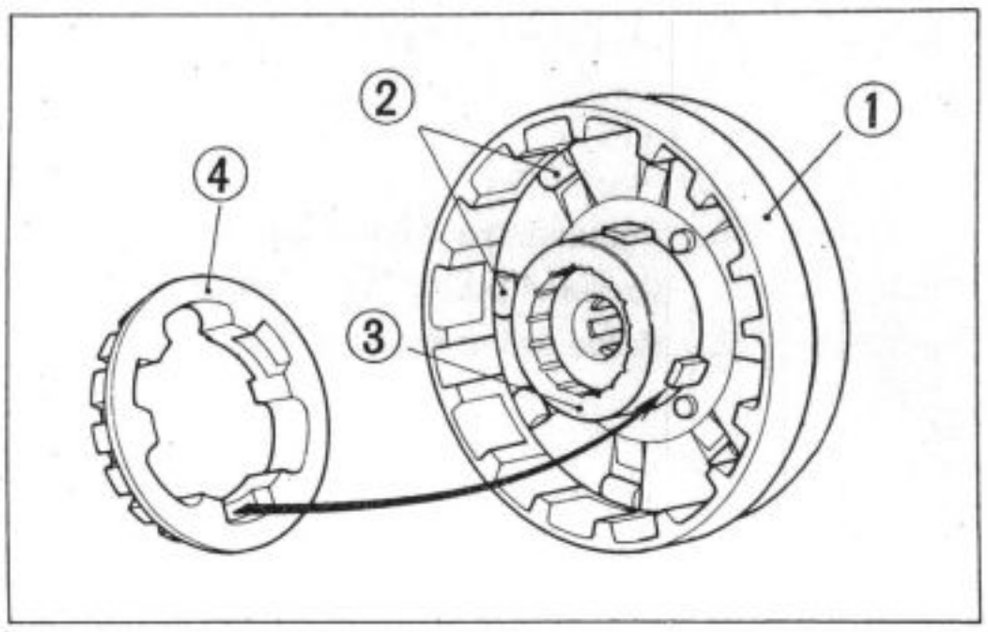

Fig. 3-33 1. Clutch outer 2. Rollers
8. Assemble the drive gear outer and clutch center as shown in Fig. 3-33, and then install the assembly to the clutch outer.